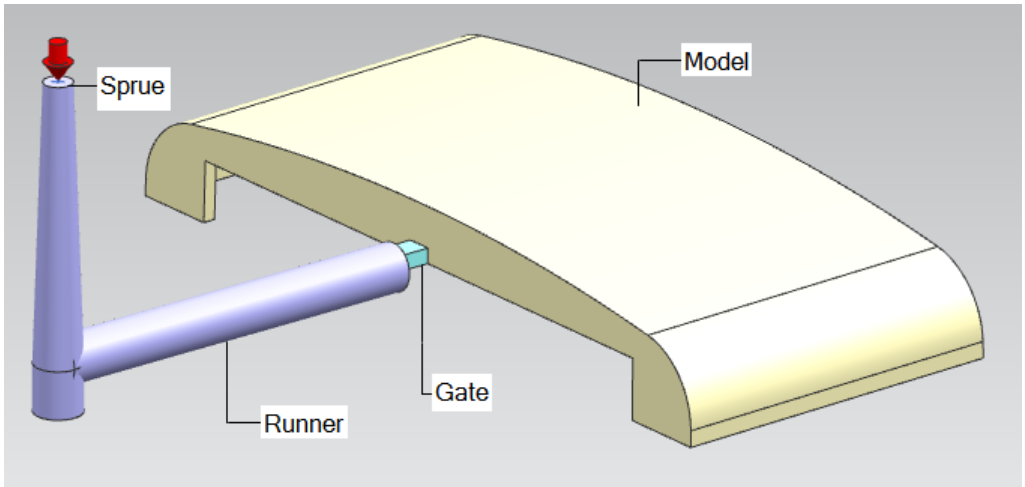

Figure 2-40 The gate, runner, and sprue attached to the model
6. Choose the **OK** button to close this dialog box; the gate, runner and sprue are now attached to the model, refer to Figure 2-40.